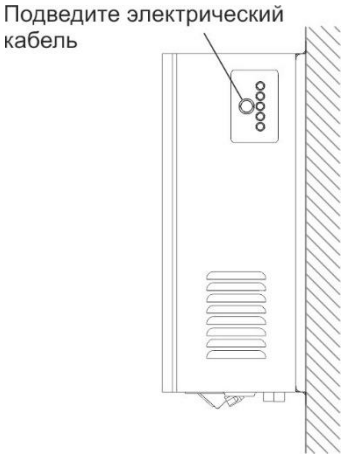

Рис. 10. Расположение панели вывода электрического кабеля
B) Подведите сетевой кабель (Рис. 10)